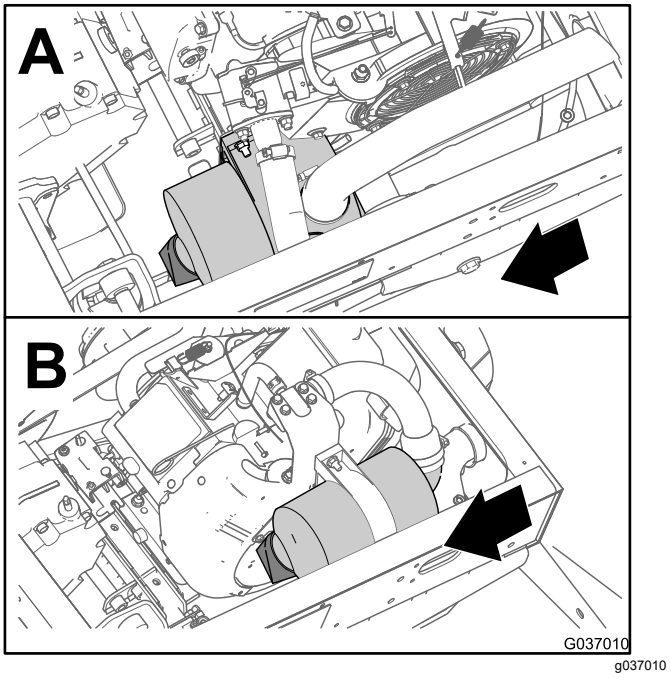

**Figur 36**
2. Undersök om luftrenarhuset har skador som skulle kunna orsaka en luftläcka (Figur 36 och Figur 37).